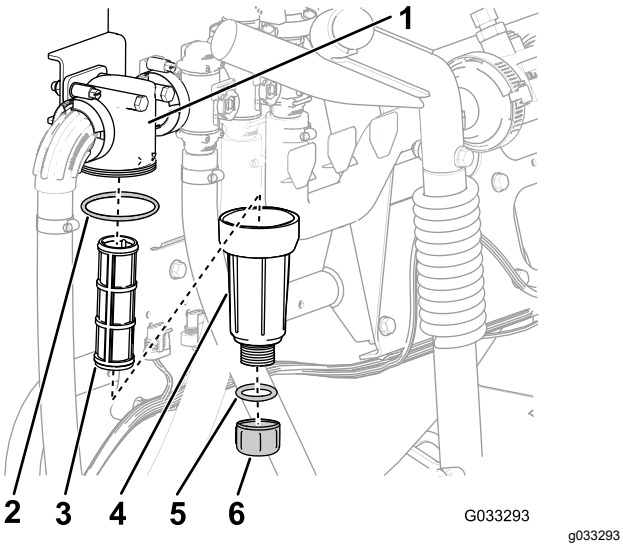

Figur 57
2. Placera ett kärl under tryckfiltret (Figur 57).
3. Vrid avtappningspluggen motsols och ta bort den från tryckfiltrets skål (Figur 57).
4. Vrid skålen motsols och avlägsna den från filterhuvudet (Figur 57).
5. Ta bort det gamla tryckfiltret (Figur 57).
6. Kontrollera att avtappningspluggens o-ring (sitter på insidan av skålen) och skålens o-ring (sitter på filterhuvudets insida) inte är slitna eller skadade (Figur 57).
7. Montera det nya tryckfiltret i filterhuvudet (Figur 57).
8. Montera skålen på filterhuvudet och dra åt för hand (Figur 57).
9. Montera pluggen i skålen och dra åt den för hand (Figur 57).